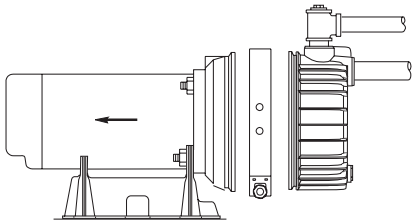

Figure 19 – Glisser le moteur vers l'arrière
Il n'est pas nécessaire de débrancher la pompe ni les tuyauteries pour réparer ou remplacer le moteur ou le joint (se reporter à la Figure 19). Si l'on remplace le moteur, remplacer également le joint de son arbre. Toujours garder un joint d'avance.
2. Déposer le collier de serrage (se reporter à la Figure 19).
3. Déposer les boulons de fixation de la pompe sur le socle. Le moteur et la moitié arrière de la pompe peuvent maintenant être éloignés de la moitié avant de la pompe (se reporter à la Figure 19). PRUDEMMENT, déposer le joint torique.